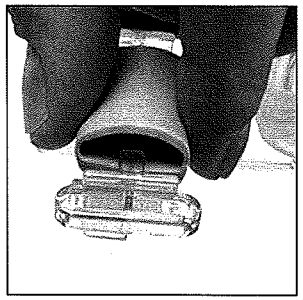

Abbildung 7 Silikon
- Führen Sie das einstellbare Ventil (3) von außen in den Maskenkörper ein. Vergewissern Sie sich, daß der Flansch des Ventils vollständig in die Öffnung eingeführt wurde und das Ventil mit der äußeren Oberfläche der Maske bündig abschließt. Das einstellbare Ventil sollte sich innerhalb der Öffnung leicht drehen lassen.
- Um die Stirnpolster (4) erneut am Stirnaufsatz (5) führen die Laschen am Stirnaufsatz in die entsprechenden Öffnungen an beiden Seiten der Polster ein, bis ein fester Sitz gewährleistet ist. Siehe **Abbildung 7 und 7A**.
Stirnpolster sind in Silikon oder Gel erhältlich und austauschbar. Wenn die Stirnpolster ausgewechselt werden sollen, entfernen Sie die Polster von der Stirnauflage, indem Sie die Polster von den Stirnauflagelaschen nacheinander abziehen. Setzen Sie dann eine der Stirnauflagelaschen in die entsprechende Öffnung am gewünschten Stirnpolster ein. Danach müssen Sie das Polster so formen, dass die verbleibende Lasche in die Öffnung am anderen Ende des Polsters eingesetzt werden kann. Vgl. **Abbildung 7 und 7A**.